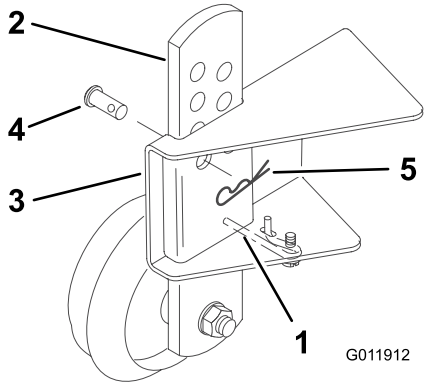

Figura 4
5. Flettete la molla antivibratoria, inserite la piastra di regolazione della ruota limitatrice nella relativa staffa e fissatela con la spina e la coppiglia (Figura 4).